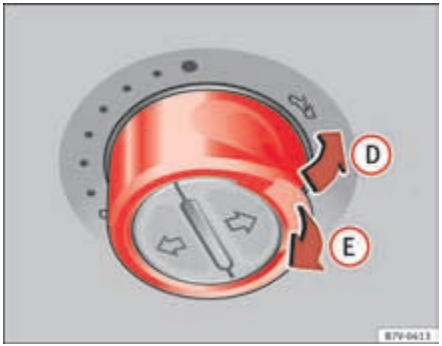

Fig. 62 On the interior roof lining: Press the button and pull on it to lift and close the sliding sunroof.
⇒ page 106, fig. 62
- *Panorama sliding sunroof:* Within five seconds of triggering the anti-trap function, pull the control all the way back ⇒ page 106, fig. 62 (arrow E) until the panorama sliding sunroof closes fully.